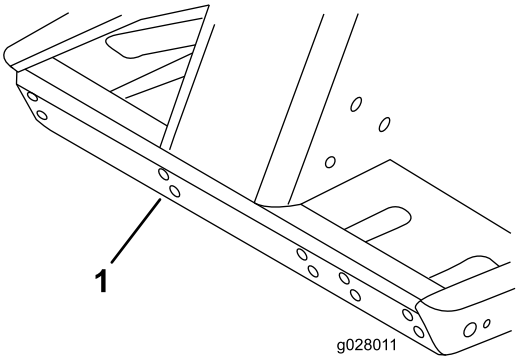

Figuur 14
1. Monteer de montagebeugel aan de voorzijde van de tractie-eenheid; gebruik de montagegaten die getoond worden in Figuur 14.